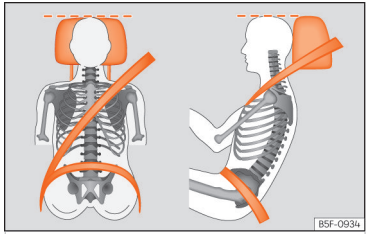

Abb. 17 Richtiger Gurtbandverlauf und richtige Kopfstützeneinstellung.
- Kopfstütze so einstellen, dass die Oberkante der Kopfstütze sich so weit wie möglich auf Höhe des Oberkopfes und so nahe wie möglich in Augenhöhe befindet ››› S. 130. Den Hinterkopf so nah wie möglich an der Kopfstütze positionieren ››› (Abb. 17).
- Fahrersitz in Längsrichtung so einstellen, dass die Pedale mit leicht angewinkelten Beinen durchgetreten werden können und der Abstand zur Instrumententafel im Kniebereich mindestens 10 cm (4 Zoll) beträgt ››› (Abb. 17).